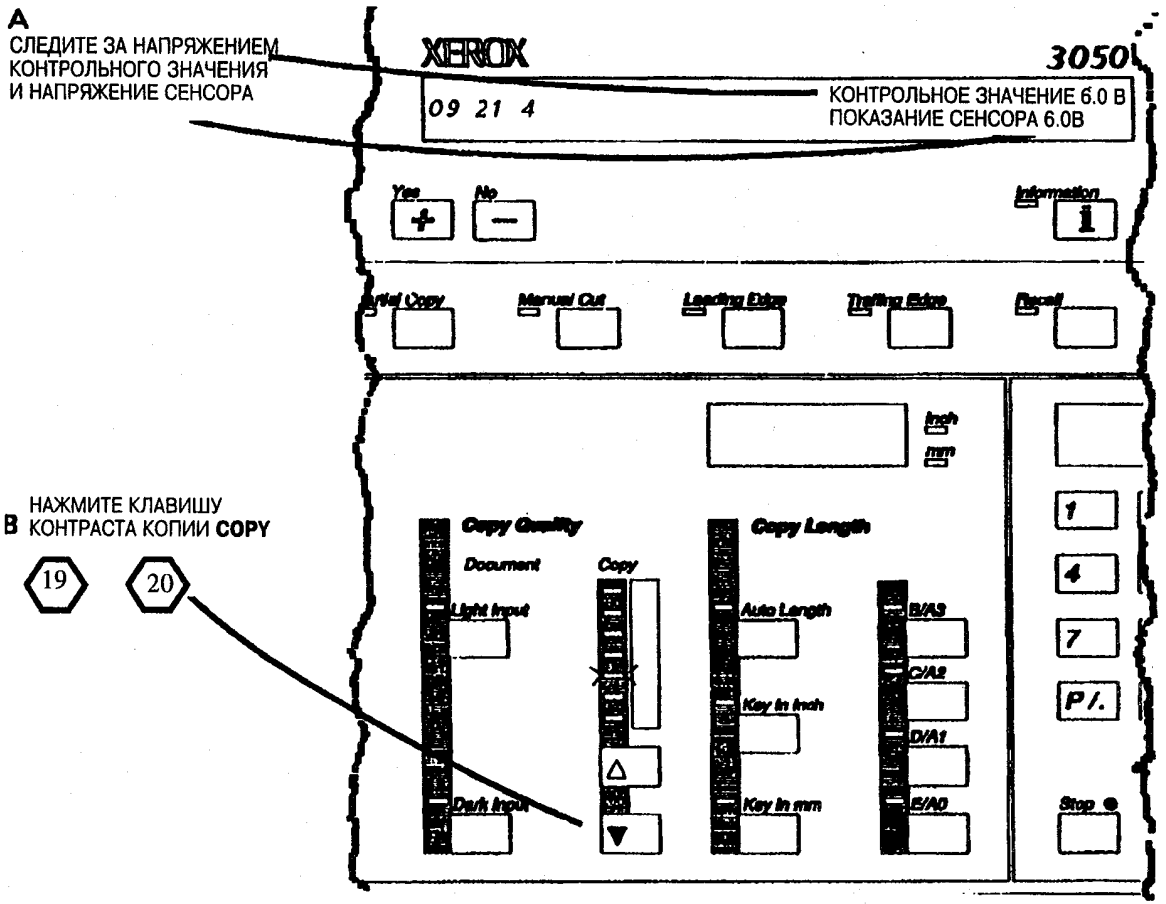

Рис. 8. Настройте контрольное значение
27. (Рис. 8): Настройте контрольное значение как можно ближе к показанию сенсора.